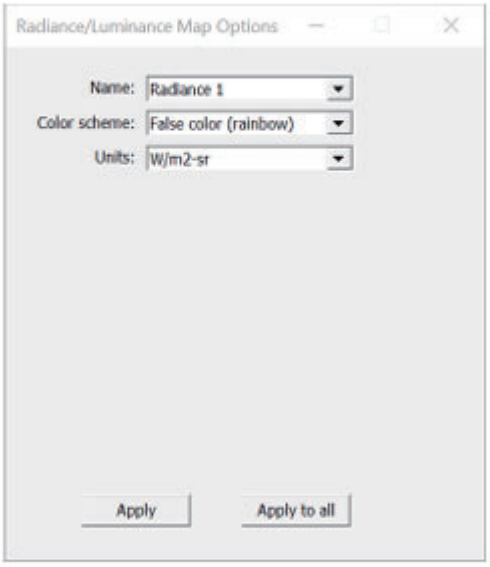

FIGURE 6.12 - Luminance Map Options dialog.
5.38 ページの「輝度（ルミナンス）/ 放射輝度（ラジアンス）光線追跡」で説明されているように輝度マップがトレースされた後、マップは輝度ダイアログから表示されます。プロットを右クリックするか、TracePro のメインメニューから**「解析結果 | 輝度（ルミナンス）/ 放射輝度（ラジアンス）マップオプション」**を選択し、ダイアログボックスでマップの名前を選択することで、表示設定を変更できます。オプションダイアログを図 6.12 に示します。